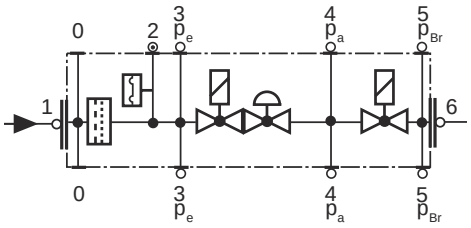

Fig. 23
- Pulire o sostituire il filtro se la differenza di pressione fra i punti 1 e 3 (Fig. 23) è $\Delta p > 10$ mbar.
- Pulire o sostituire il filtro se la differenza di pressione fra i punti 1 e 3 (Fig. 23) risulta raddoppiata dall'ultimo controllo.